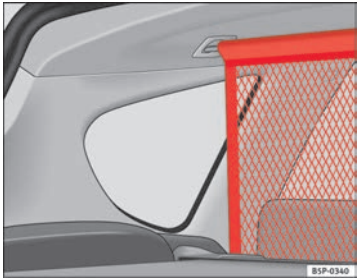

Fig. 126 Partition net
– Pull the net from underneath between the backrest and the folding tray and fit it to the slots in the roof, first the right then the left ⇒ fig. 126.